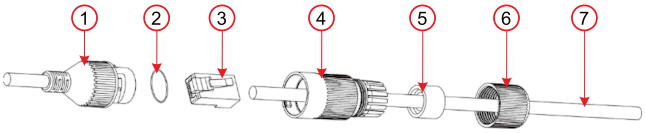

***Rys. 4**: Sposób składania wodoodpornej osłony złącza LAN*
3. Wywierć otwory w wybranym miejscu wiertłem o średnicy 6 mm i zamocuj za pomocą kołków dołączonych do zestawu. Otwórz podstawę montażową, odkręcając śruby. W zależności od wybranej metody wprowadzenia kabla – centralnej lub bocznej (7) – należy przygotować otwór do poprowadzenia kabli. W przypadku instalacji bocznej należy użyć przelotki kablowej (3, 4, 5) dla wybranego otworu – (przelotka kablowa znajduje się w opakowaniu), a dla nieużywanego otworu należy użyć zaślepki (6).
4. Przeciągnij kabel LAN przez tył gniazda. Przykręć tył gniazda do wybranego miejsca na ścianie za pomocą trzech śrub dostarczonych w opakowaniu i zaciśnij złącze RJ-45 za pomocą szczypiec do zaciskania (patrz rys. 4).
5. Podłącz złącze RJ-45 do złącza LAN. Zabezpiecz połączenie za pomocą wodoodpornej osłony (5) z nasadką bagnetową (3) i dokręć ją mocno. Jeśli używany router lub przełącznik nie obsługuje PoE (zasilanie przez Ethernet), podłącz złącze zasilania kamery do zewnętrznego zasilacza 12 V DC (min. 0,5 A).